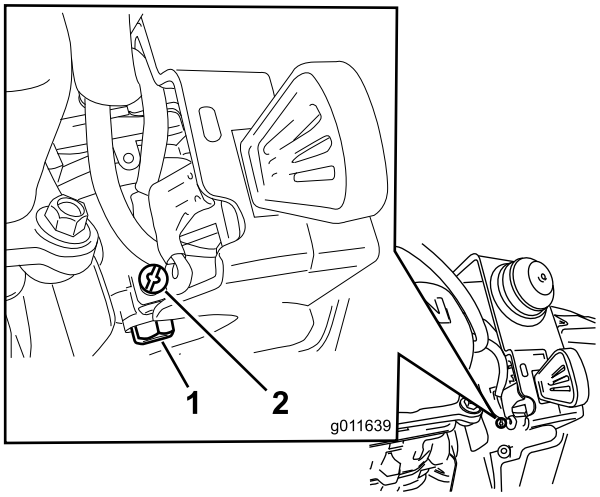

Figur 31
A. Løsn den lille skrue på siden af beholderen til karburatorbrændstof (Figur 31), indtil brændstoffet begynder at tappes fra karburatoren. Lad brændstoffet løbe over i en godkendt brændstofbeholder.